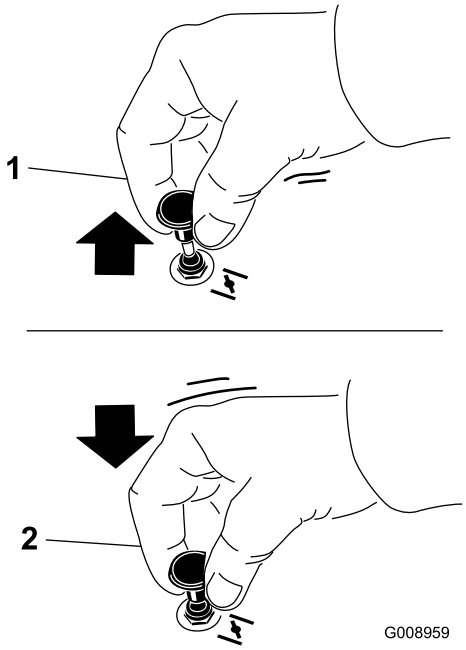

Figure 12
2. Tirez sur le bouton de starter pour engager le starter avant d'utiliser le commutateur d'allumage (Figure 12).
3. Poussez sur le bouton pour désengager le starter lorsque le moteur a démarré (Figure 12).